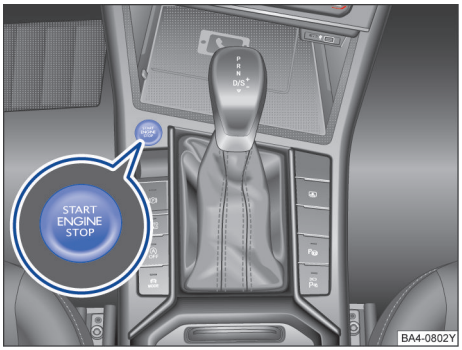

图 116 无钥匙系统 Kessy：中控台上的启动按钮
– 按压启动按钮→ 图 116。为了启动发动机，车内必须有一把有效的车辆钥匙。并且需要踩住刹车踏板。当发动机启动时，松开启动按钮。
– 短促按压启动按钮→ 图 116。如果无法停下发动机，则应执行应急关闭→ 第 113 页。